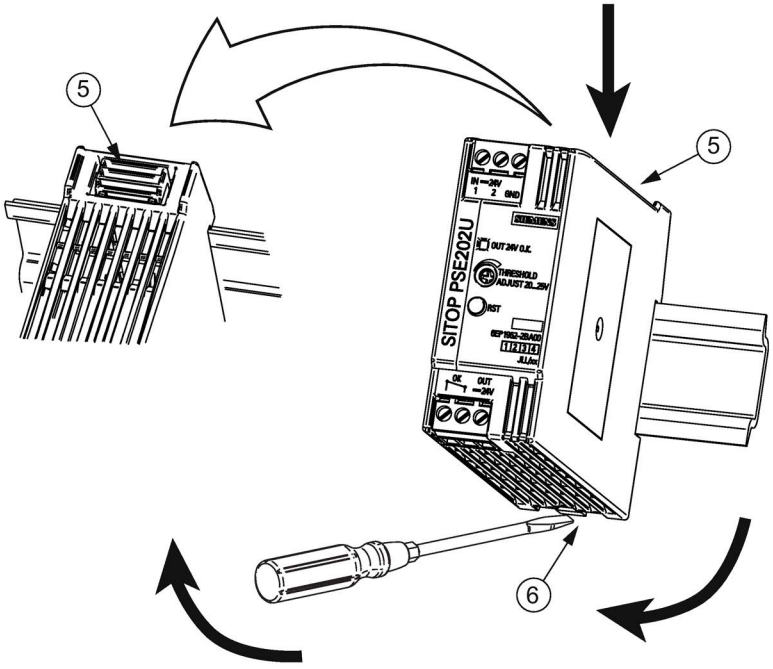

图 3-3 安装/拆卸
拆卸时利用螺丝刀拨开滑块 ⑥，将设备从凹顶导轨的下边缘松开（参见 图 3-3 安装/拆卸 (页 42)）。接着可以将设备从凹顶导轨的上边缘取下。